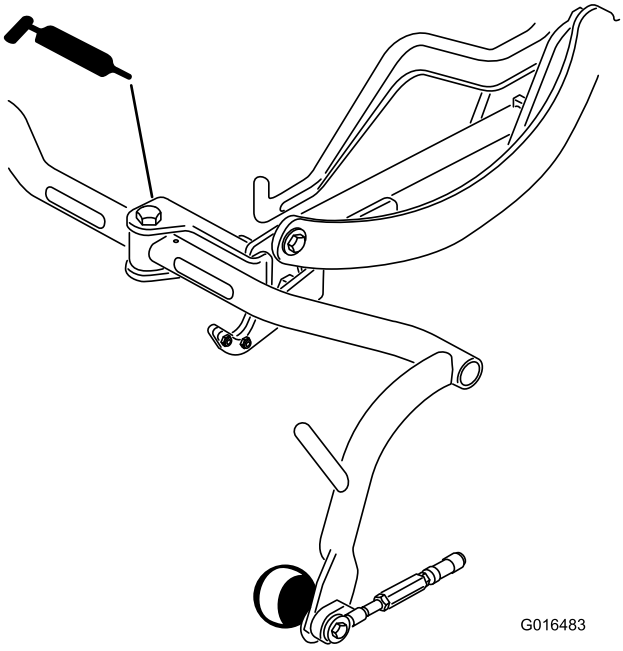

Figur 37
- Bærerammens svingledd (3) Figur 37